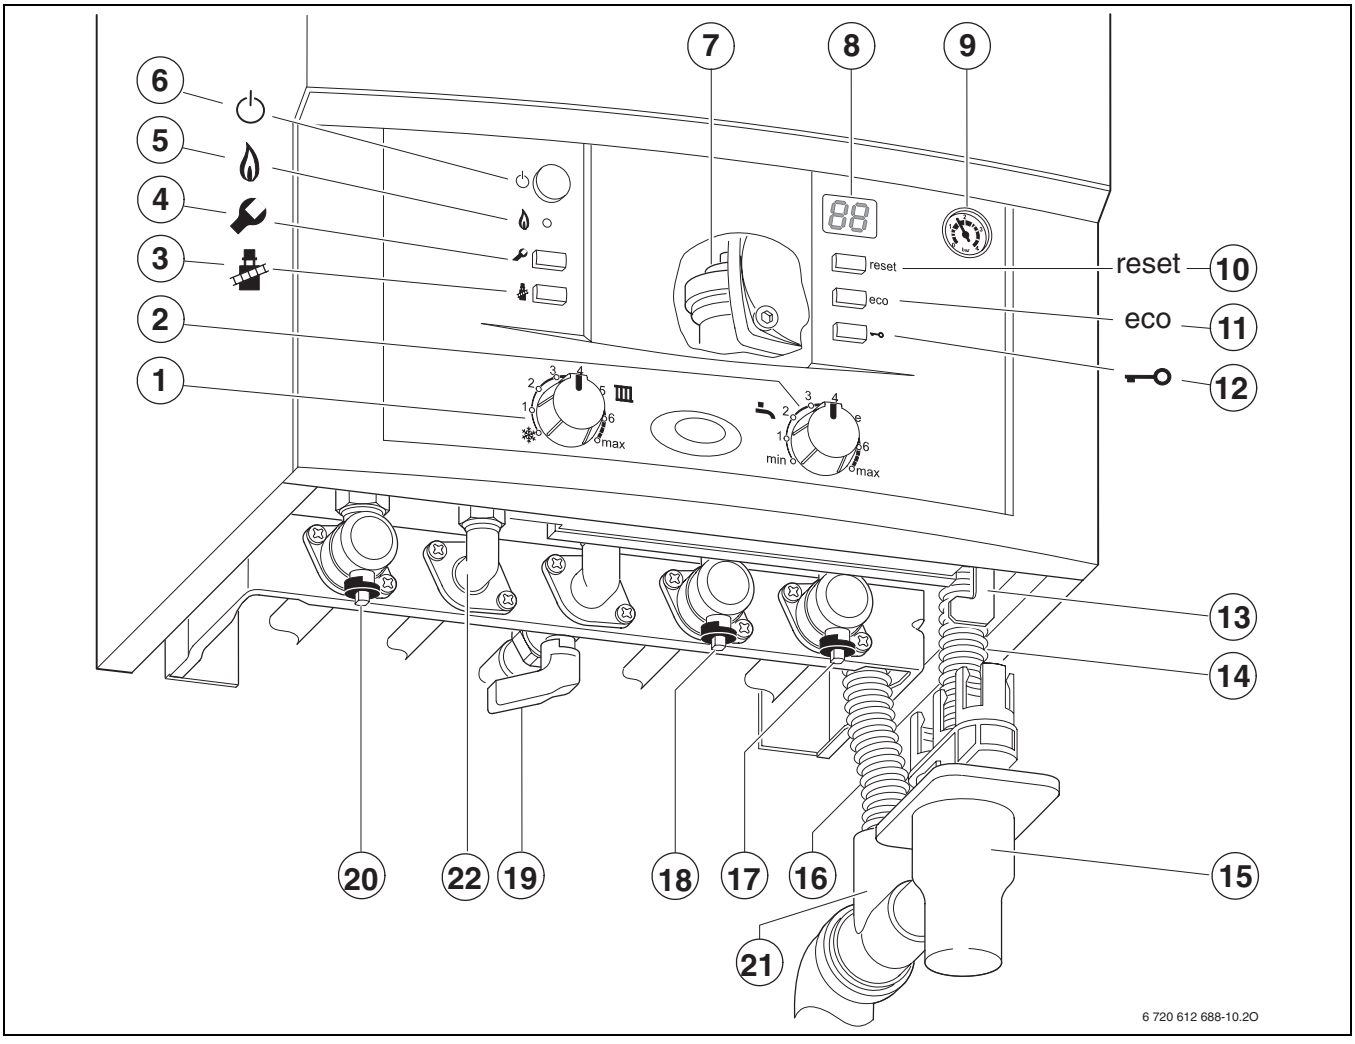

*Fig. 23*
- per ZWB: vedere rubinetto riempimento in fig. 23, rif. 13)
- Per gli apparecchi ZWB aprire il rubinetto di acqua fredda (→ pos. 18, fig. 23).
- Aprire i rubinetti di mandata e ritorno riscaldamento (pos. 20 e 17, fig. 23), riempire l'impianto a 1 - 2 bar tramite il rubinetto di riempimento (ZWB, fig. 23, pos. 13).
- Aprire il rubinetto del gas (pos. 15, fig. 23).
- Aprire lo sfiato automatico (pos. 9, fig. 23) per il circuito di riscaldamento e richiuderlo dopo aver tolto l’aria presente nell’impianto (→ pag. 29).